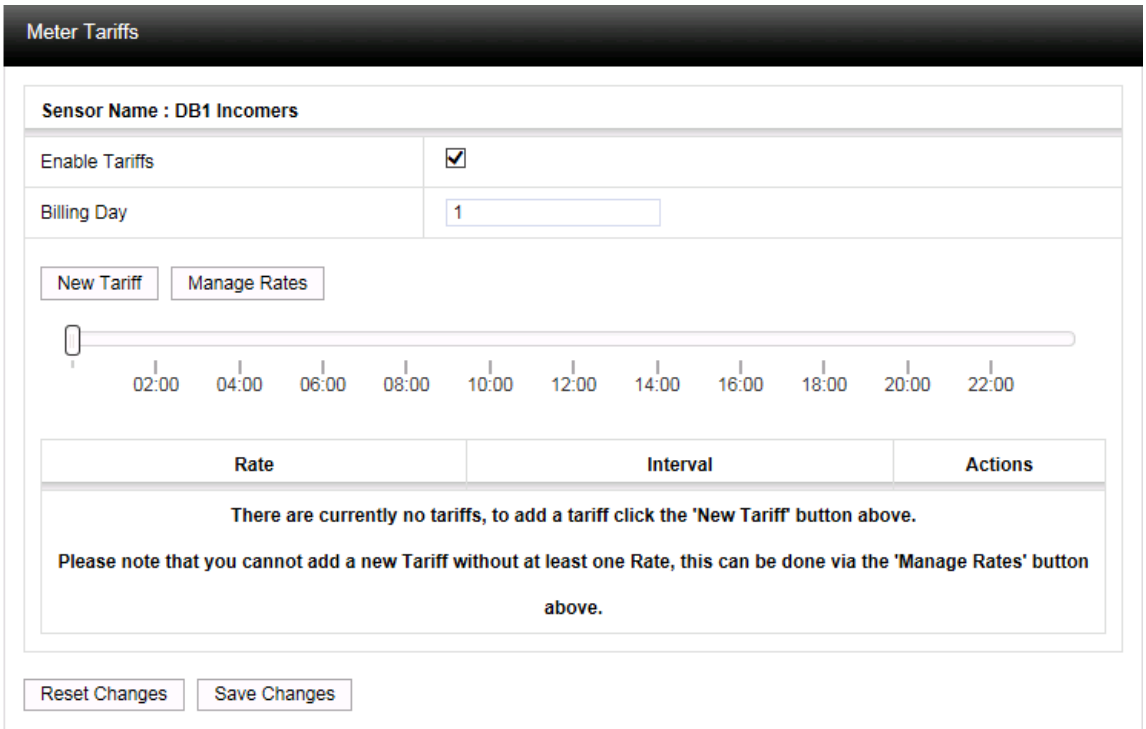

Figure 75
1. Check the **Enable Tariffs** box in the **Meter Tariffs** window. See Figure 75 below: